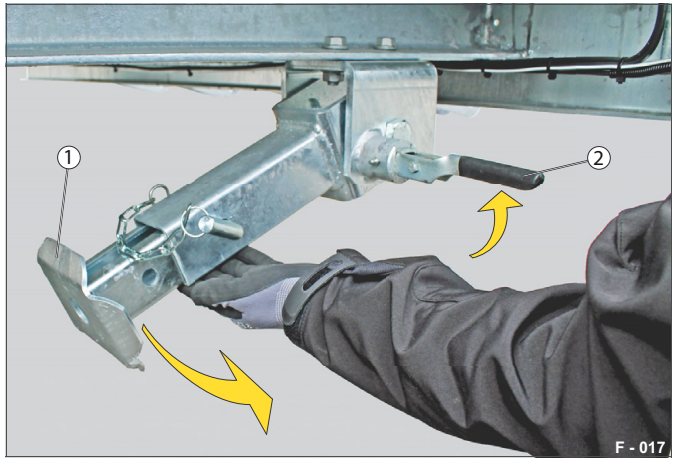

Abb. 42 Sklopení skládacích podpěr
▶ Zatáhněte za pružinovou západku (Abb. 42/2).
Stavěcí nožka (Abb. 42/1) se automaticky sklopí dolů.